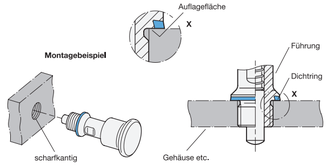

Abb. 2
- Die Aufnahmebohrung muss derart ausgeführt sein, dass der Metallabsatz innerhalb des Dichtrings möglichst vollständig auf dem Untergrund aufliegt und ein Spannen auf Block (metallischer Anschlag) ermöglicht (Toleranz von +0,05/+0,2). Der Dichtring muss gänzlich auf dem Untergrund aufliegen (Abb. 2).